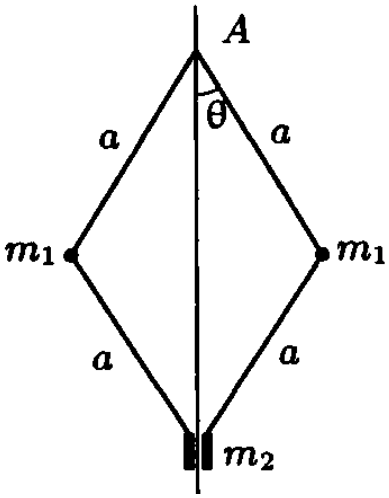

Рис. 9
7. Система, изображенная на рис. 9; точка m_2 движется по вертикальной оси, а вся система вращается с постоянной угловой скоростью Ω вокруг этой оси.